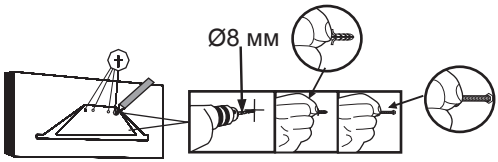

Рис. 1
1. Подготовьте место для установки вытяжки на стене над плитой или варочной поверхностью. Сделайте разметку с помощью шаблона, который входит в комплект поставки. Согласно разметки, подготовьте в стене 4 отверстия диаметром 8 мм и забейте в них 4 дюбеля из монтажного комплекта. (Рис. 1)